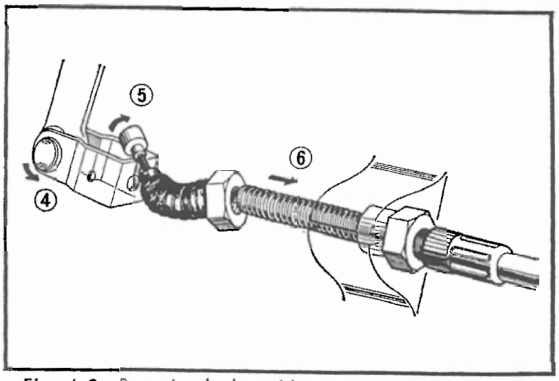

Fig. 4. 3 Removing brake cable
2. Remove the brake and clutch cables from the handle bar by turning the slotted ring adjusting nut so that the slots in the holder and the ring are aligned. Removed inner cable and slide the cable end off of the handle lever. **(Fig. 4. 4)**